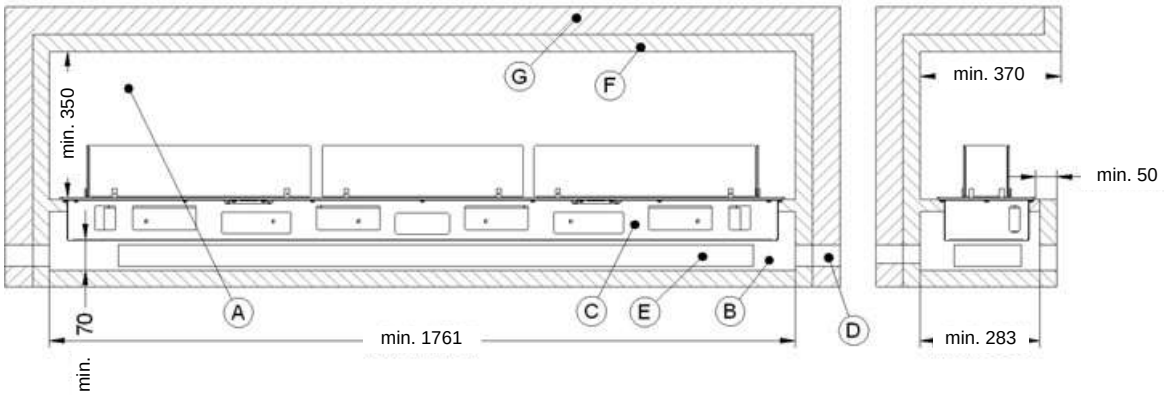

Rys. 30 Wymiary minimalne komory paleniskowej
- Izolację termiczną wykonuje się z mat, płyt lub powłok z krzemianowych materiałów izolujących (kamień, żużel oraz włókna ceramiczne), spełniających wymogi materiału budowlanego klasy A 1 wg DIN 4102, część 1 o górnej granicy temperatury stosowania co najmniej 700°C, w teście wg DIN 52271 i znamionowej gęstości objętościowej 80 kg/m³. Muszą one mieć odpowiedni wskaźnik materiału izolacyjnego wg AGI-Q 132 (Informacja o grubości materiału termoizolacyjnego (rys. 30) odnosi się do wełny mineralnej, wg AGIQ132).